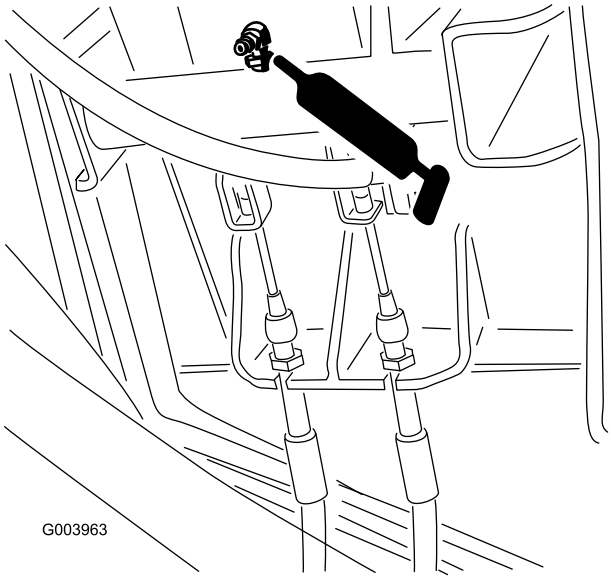

Rysunek 57
- Pedał hamulca (1) (Rysunek 57)